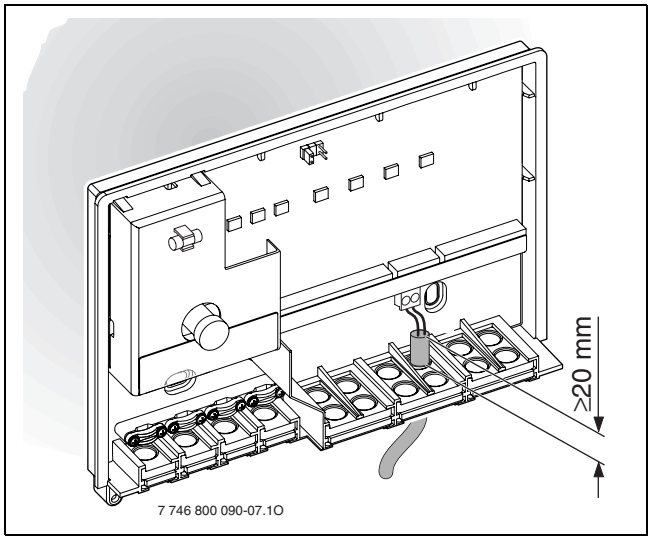

Fig. 12
Para protecção contra salpicos de água (IP): Colocar os cabos de modo a que o revestimento do cabo fique inserido, com pelo menos 20 mm, na calha para cabos (→ fig. 12).